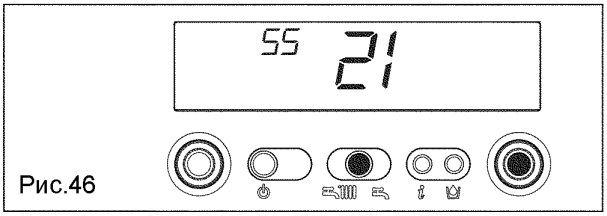

Рис.46
- Подтвердите новое значение, нажав кнопку ENTER. Цифры перестанут мигать (рис. 46).